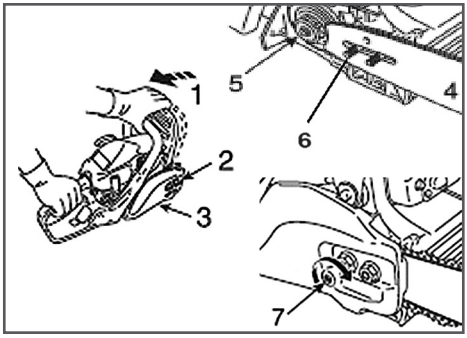

Рис. 2 Установка шины
1. Перед установкой шины и цепи убедитесь в том, что тормоз цепи находится в расторможенном положении. Для этого ручку тормоза 1 (Рис. 2) потяните на себя до щелчка.
2. Открутите гайки 2 и снимите крышку шины 3 (Рис. 2).
3. Установите шину 4 пазом на шпильки крепления шины 6 и передвиньте ее в сторону барабана сцепления 5 для облегчения установки цепи (Рис. 2).
5. Вращая винт шестерни натяжения цепи 7 (Рис. 2) против часовой стрелки, установите палец механизма натяжения в крайнее левое положение. Установите на место крышку шины 3 (Рис. 2).
8. Отрегулируйте натяжение цепи (см. раздел «Регулировка натяжения цепи») вращая винт шестерни натяжения цепи 7 (Рис. 2) по часовой стрелке.